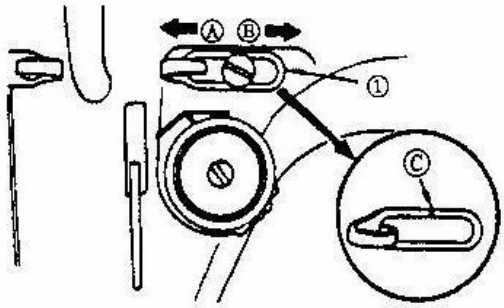

Рис. 22
1. Ослабьте винт (1) и регулируйте высоту стойки лапки и угол направления лапки.
16. РЕГУЛИРОВКА ХОДА НИТЕНАПРАВИТЕЛЯ (Рис. 22).